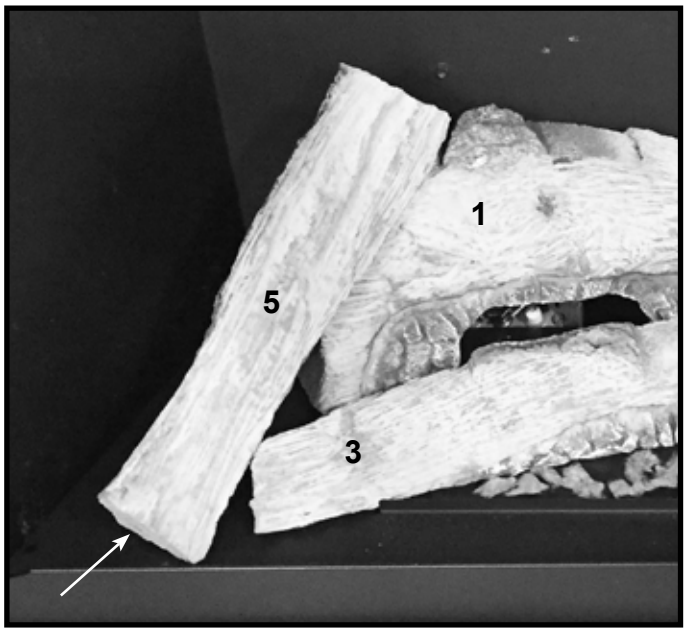

Figure 9. QUARTZ36: Install Top Left Log
7. **QUARTZ36 MODELS ONLY:** Locate and install Top Left Log (5). This Log does not have any "burn out" features painted on the log. The "left" end of this log will rest on the base pan and the "right" end will rest on the "left" end of Left Rear Base Log. See Figure 9.